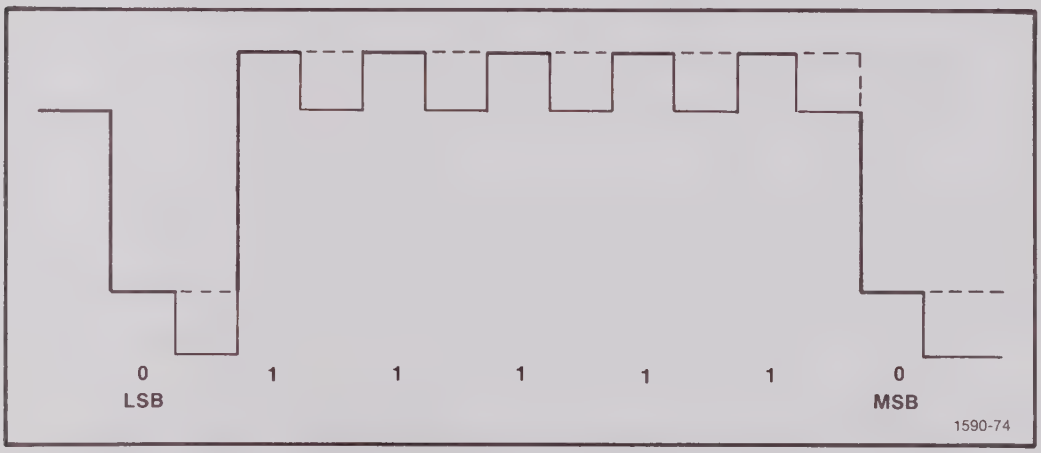

Fig. 6-30. ASCII code for a blank.
q. Rotate the Test Oscilloscope delay time multiplier to view the third group of pulses (delay time multiplier reading of approximately 2.10). The waveform should be similar to Fig. 6-30.